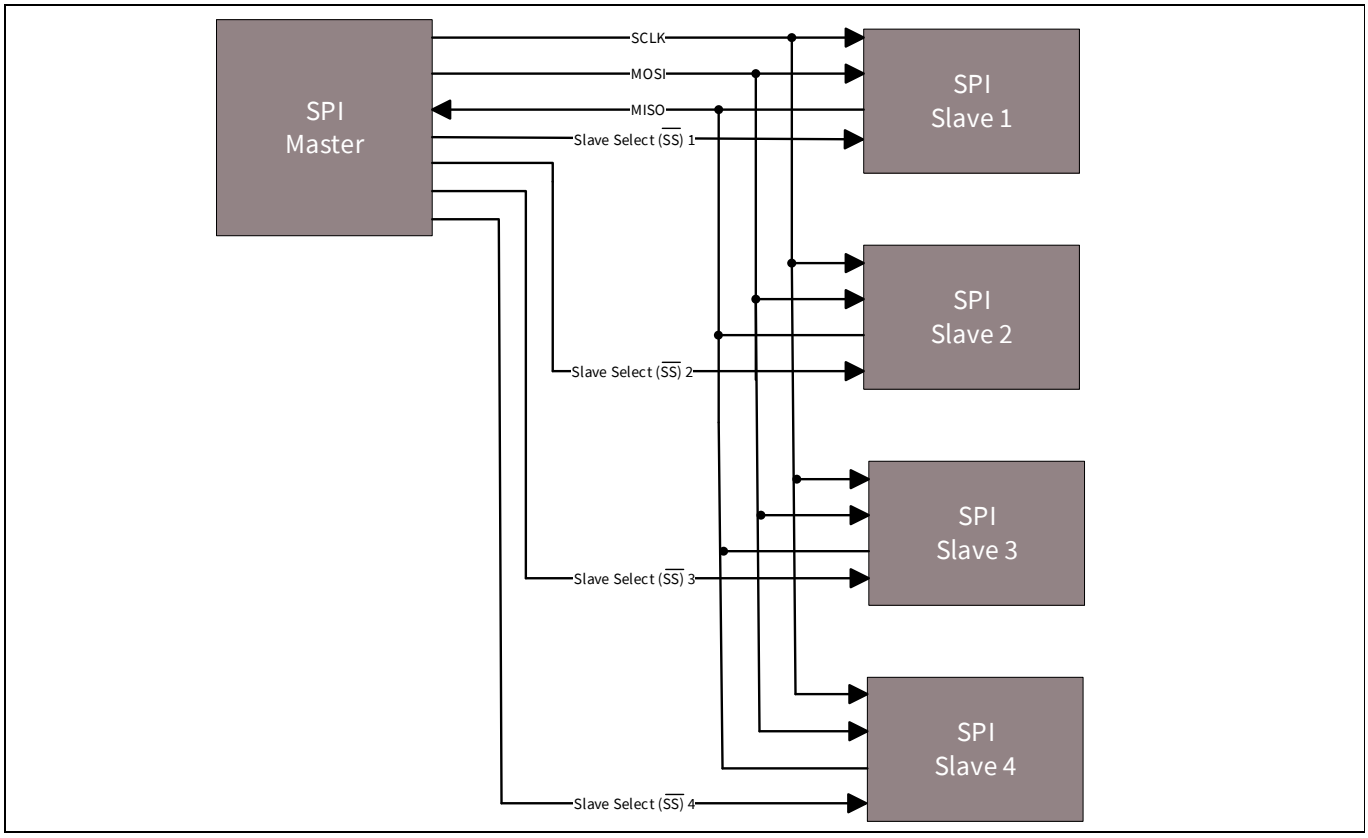

**Figure 18-1. SPI example**
**Figure 18-1** illustrates an example of SPI master with four slaves.